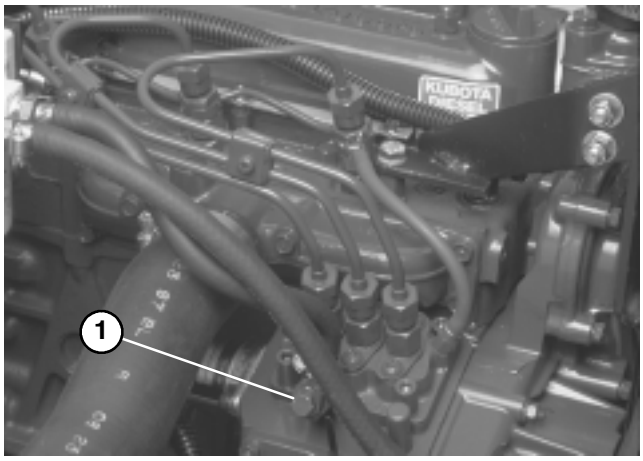

Figure 25
4. Open the air bleed screw on the fuel injection pump (Fig. 25) with a 12 mm wrench.